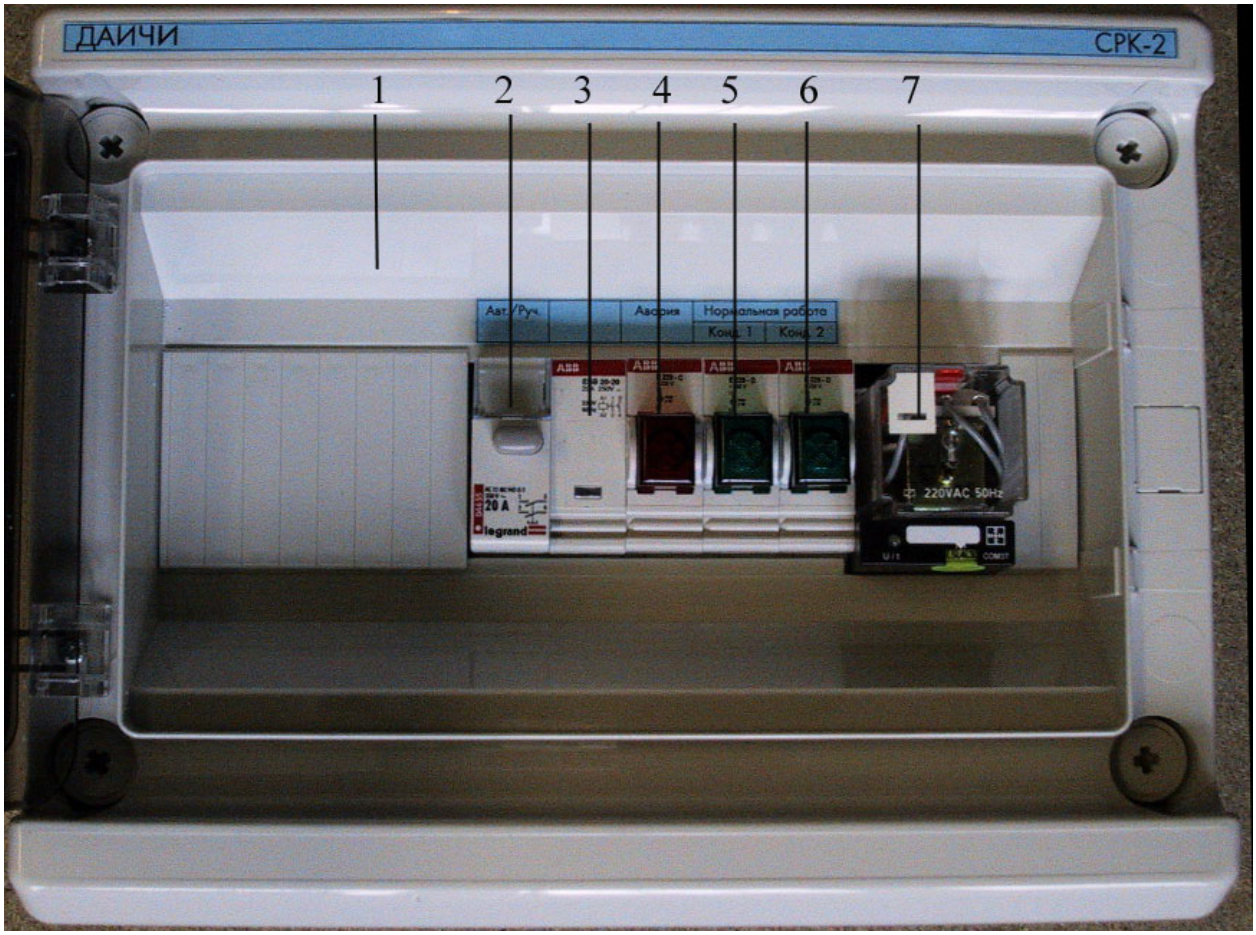

Рисунок 1. Блок СРК-2
Индикатор (5) (см. рис.1) показывает нормальную работу 1-го кондиционера, индикатор (6) показывает нормальную работу 2-го кондиционера.
Перевести в СРК-2 переключатель управления (2) на рис.1 в положение ручного управления. С пульта управления кондиционера задать все режимные параметры (режим охлаждения, скорость вентилятора, перемещение заслонок) на каждом кондиционере. После установки всех режимов перевести переключатель управления в режим автоматического управления.